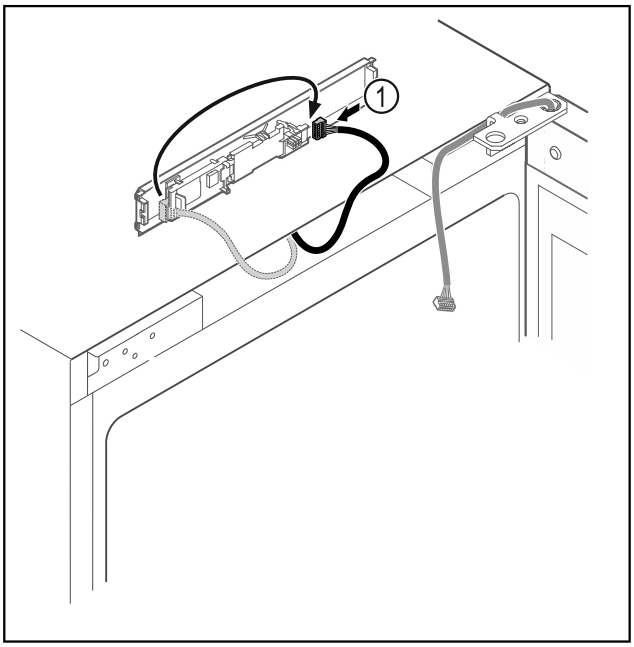

Fig. 8
▶ Schimbați poziția de introducere a fișei *Fig. 8 (1)* la placa electronică.